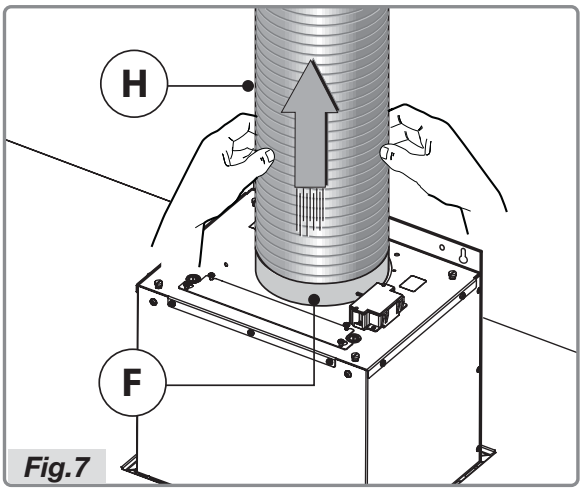

Fig.7
- Fasten the air evacuation pipe **H** (not provided) on the connecting flange **F** as shown in figure 7.